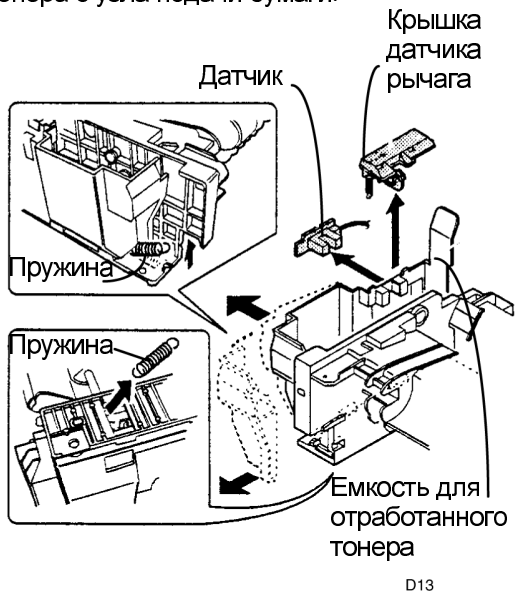

Рисунок 1. Снятие емкости для тонера
2. (Рисунок 1): Снимите крышку датчика отработанного тонера и датчик отработанного тонера.